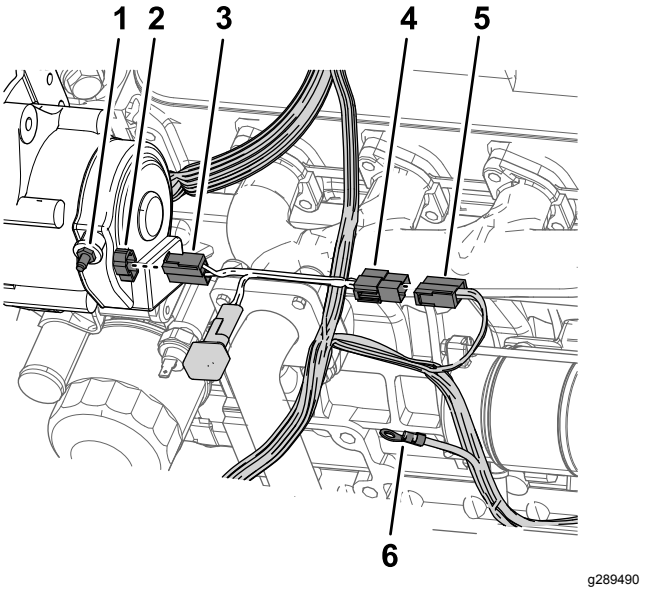

Figur 244
1. Rikta in uttagskontakten på generatorns adapterkablage med elkontaktens stift på generatorn (60 A) och tryck ihop kontakterna så att låset snäpper på plats ordentligt (Figur 244).
2. Passa in kontakten med två blad på generatorns adapterkablage med kontakten med två uttag på maskinens kablage som du tog bort i steg 2 i Ta bort generatorn (40 A) (sida 107) och tryck ihop kontakterna så att låset snäpper på plats ordentligt (Figur 244).